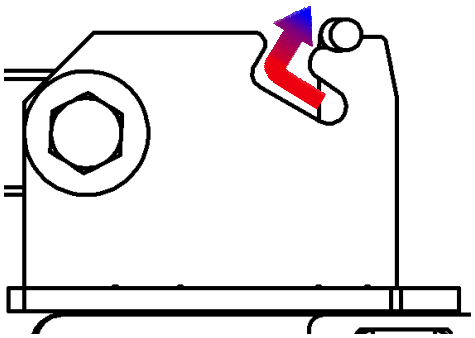

FIGURE 18.4
- Next, remove the ½" Pin ① by guiding handle of Pin through the slot. The Pin only needs to come out enough to rest on the notch as shown. **Figure 18.4**